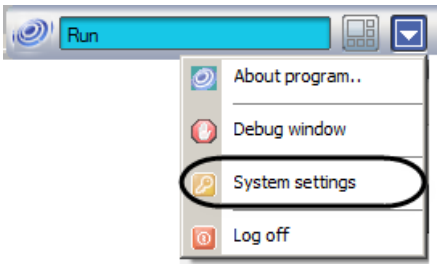

Figure 8.22-3 The "System settings" dialog box
3. Select the "System settings" item in the menu (Figure 8.22-3).